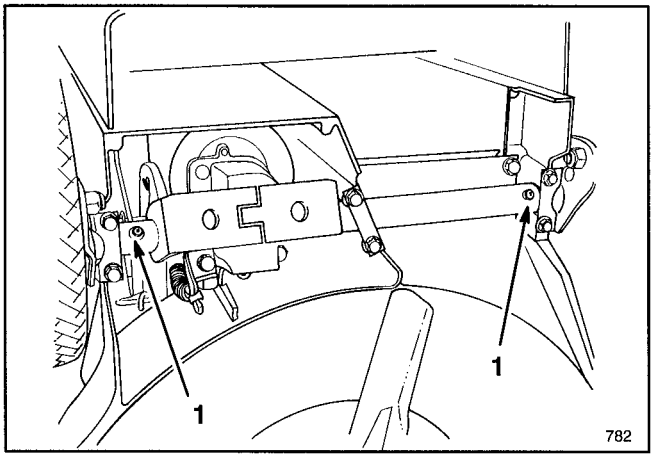

Figure 24
2. Tip the mower on its left side. Wipe grease fittings with clean rag (Fig. 24). Install grease gun onto fitting and gently apply one or two pumps of #2 Multi–Purpose Lithium Base Grease.